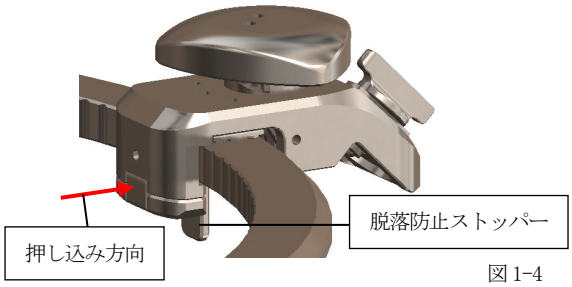

図 1-4
(1)-4 脱落防止ストッパーを押し込みロックしてください。(図 1-4)